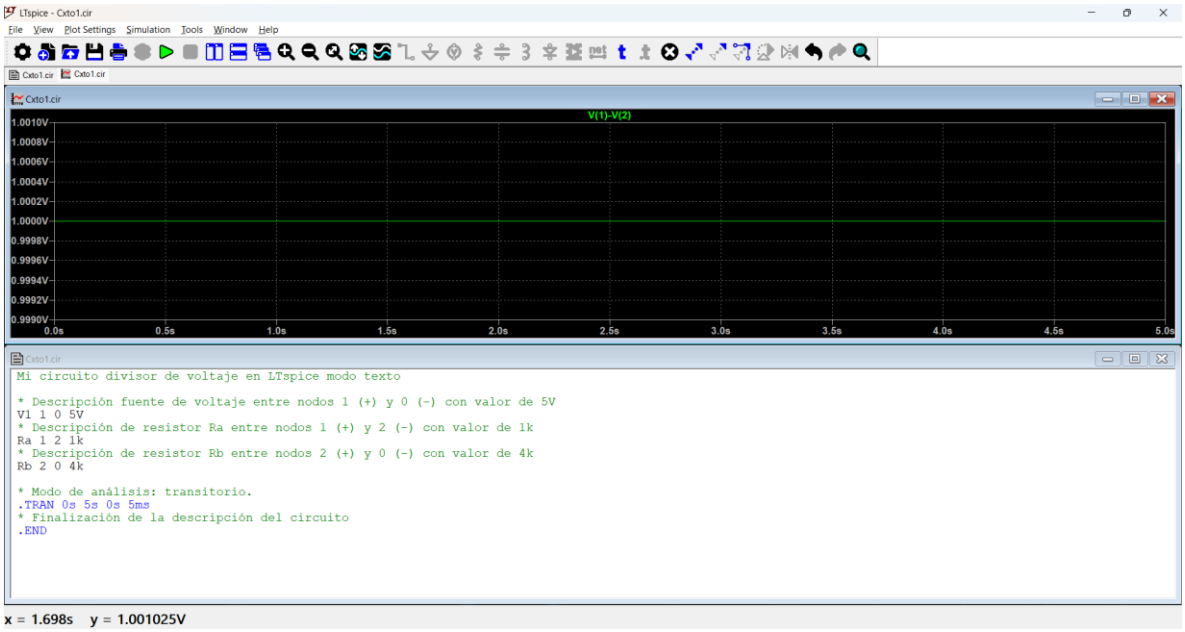

Figura 31. Gráfica del voltaje del resistor R_a: $V(1) - V(2)$
d) Indique en el cuadro de texto llamado 'Expression(s) to add' los voltajes o corrientes que se quieren graficar, los cuales pueden tomarse de la lista 'Available data'. Para este ejercicio, sabiendo que el resistor R_a se encuentra entre los nodos 1 y 2, se deberá indicar la expresión V(1) – V(2) para obtener la gráfica del voltaje del mencionado resistor. La Figura 31 muestra el voltaje sobre el resistor R_a.